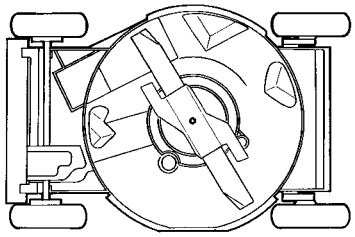

**Figure 27**
4. Tip the lawn mower on its left side (air filter up) (Fig. 27).